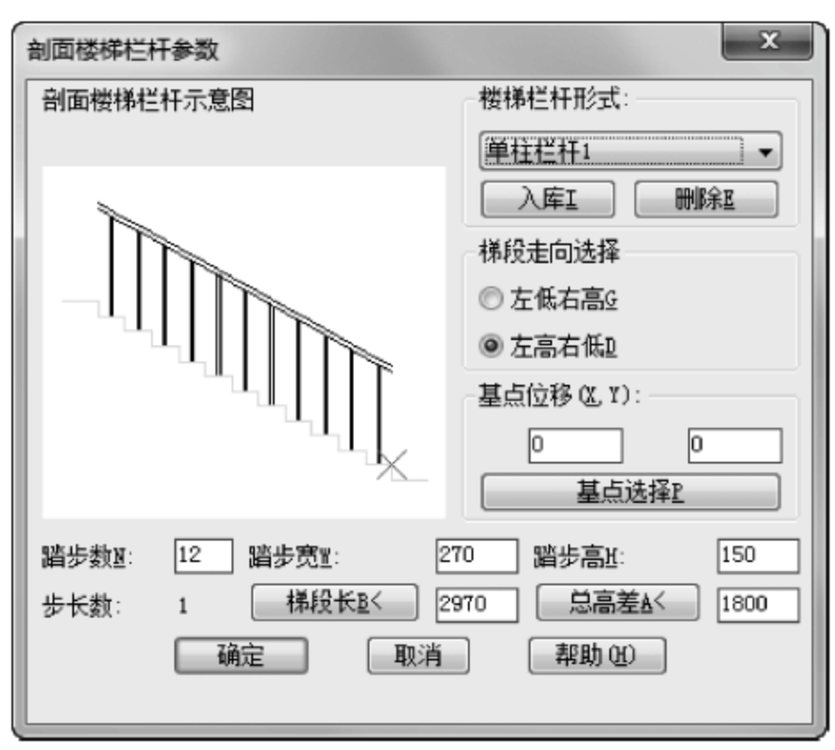

图 16-33　“剖面楼梯栏杆参数”对话框
(2) 单击菜单中的“剖面”→“楼梯栏杆”命令，打开如图 16-33 所示的对话框，进行如图所示的设置，插入楼梯栏杆，命令行提示如下。